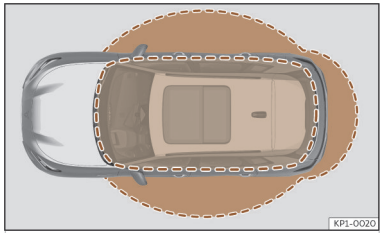

Abb. 73 Keyless-Access: Näherungsbereiche.
- Das Fahrzeug wird entriegelt, wenn der Zündschlüssel in einem Bereich in der Nähe erkannt wird ››› **(Abb. 73)**. Alle Blinker des Fahrzeugs blinken zweimal.